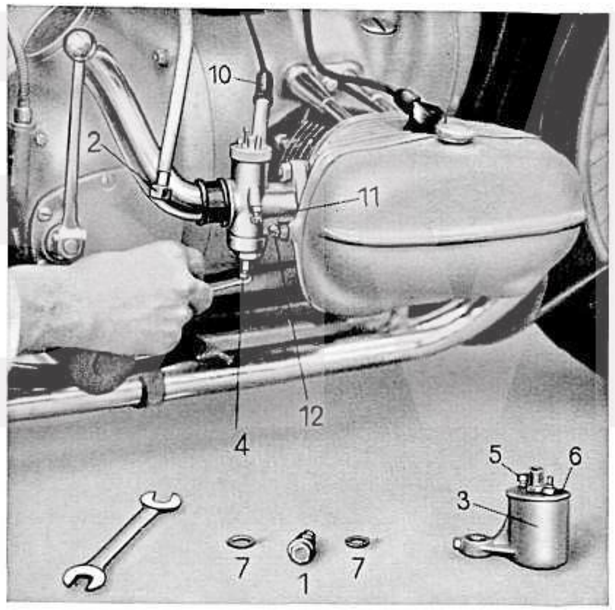

Abb. 10
a) Reinigung: Zur Reinigung der Düsen und des Schwimmergehäuses ist es notwendig, den Befestigungsbolzen **1** (Abb. 10) herauszuschrauben und die Kraftstoffleitung durch Lösen der Mutter **2** vom Schwimmergehäuse **3** zu entfernnen; nun kann das Schwimmergehäuse **3** abgenommen und die Hauptdüse **4** mit Hilfe des kleinen Düsenschlüssels herausgeschraubt und gereinigt
Beim Zusammenbau darf nicht vergessen werden, die Klemmschraube **5** (Abb. 10) am Schwimmergehäusedeckel anzuziehen und die Kupfer-Asbestdichtungen **7** oben und unten am Befestigungsflansch des Schwimmergehäuses einzufügen. Nach beendetem Zusammenbau sind die Leitungen und Anschlüsse auf Dichthalten zu prüfen. Auch die Kraftstoffleitungen vom Kraftstoffhahn zu den Schwimmergehäusen und der **Kraftstoffhahn** selbst sind auf genügenden Durchfluß zu prüfen. Bei dieser Gelegenheit entferne man vom Kraftstoffhahn auch den als Wassersack dienenden Behälter und reinige diesen und den darin befindlichen Kraftstoffilter.
Regelung des Leerlaufs: Eine Prüfung bzw. Einregelung des Leerlaufes ist nur bei betriebswarmem Motor vorzunehmen. Vor der Einregelung sind die Gasbowdenzüge durch Hineindrehen der Stellschrauben, welche nach Abziehen der Gummihülse **10** (Abb. 10) zugänglich werden, zu lockern. Hierauf regle man bei geschlossenem Gasdrehgriff und voller Spätzündung den Leerlauf möglichst gleichmäßig an jedem Vergaser an den seitlich am Schiebergehäuse befindlichen Gasschieber-Anschlagschrauben **11** ein. (Dabei muß zuerst die Gegenmutter gelockert werden.) Ferner ist mit der Luftdrosselschraube **12** die richtige Gemischzusammensetzung einzuregeln. Zeigt sich Qualm in den Auspuffrohren, was auf Kraftstoffreichtum schließen läßt, so ist die Luftschraube herauszuschrauben, wodurch mehr Luft zugeführt wird, das Gemisch also ärmer wird. Setzt der Motor im Leerlauf aus, ein Zeichen für zu armes Gemisch, ist die Luftschraube hineinzuschrauben, wodurch die Luftzufuhr gedrosselt, das Gemisch somit reicher wird. Zur Prüfung der Einstellung entferne man hernach das Zündkabel des einen Zylinders von der Zündkerze. Der zweite Zylinder muß dann langsam gleichmäßig weiterarbeiten. Das gleiche nehme man auch für den anderen Zylinder vor. Ist die Bedingung, daß bei wechselseitigem Abklemmen der Zündkabel der andere Zylinder in der vorbeschriebenen Weise weiterläuft, erfüllt, dann ist die Gesamteinstellung des Leerlaufes richtig. Sollte die Prüfung ergeben, daß die Einstellung noch nicht den an sie gestellten Anforderungen entspricht, muß nochmals die Grobeinstellung an den Gasschieberanschlagschrauben und die Prüfung in der vorerwähnten Weise wiederholt werden.